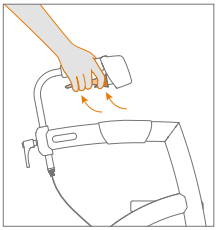

Figure 21: Apply the parking brake.
c. Do you want to use the parking brake to make sure the rollator does not roll away? First squeeze the hand brakes and simultaneously squeeze the parking brake levers. Then release the brakes. Your walker is now in the parking position **(Figure 21)**.